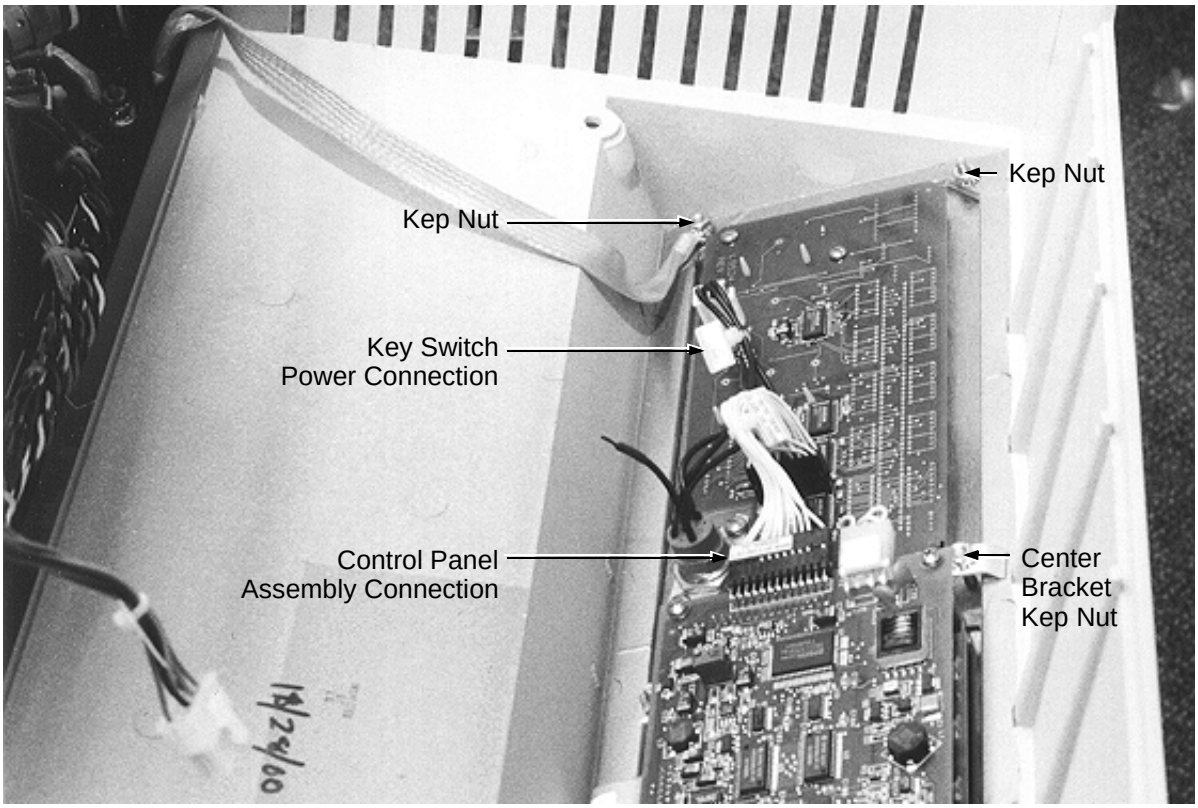

Figure 7-15 Control Panel Assembly (Right)
4. Remove the 4-pin Key Switch power molex connector by pressing the release tab and pulling the connector up and off of the board (Figure 7-15).
6. Remove the 8-32 kep nut located on the center bracket (Figure 7-15).
2. Replace the 4 corner kep nuts and the center bracket kep nut and tighten them fully using an 11-32 nut driver (Figure 7-15).